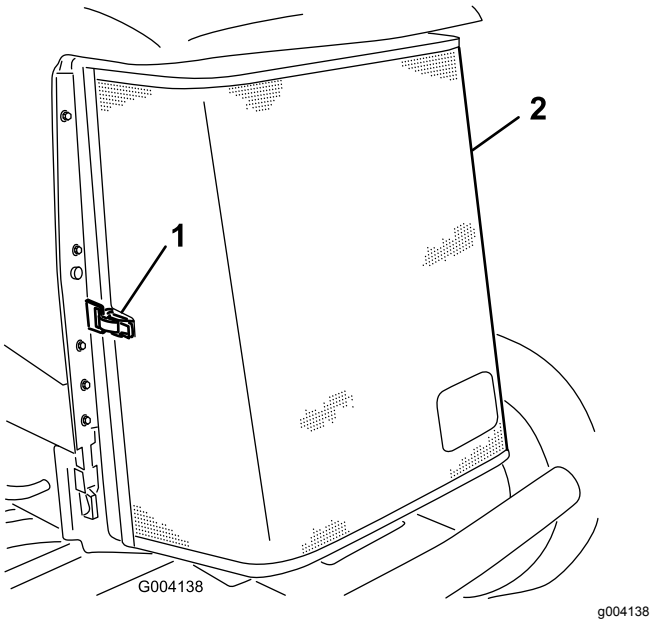

Figur 57
3. Lås opp klemmen og sving bakre skjerm åpen (Figur 57).